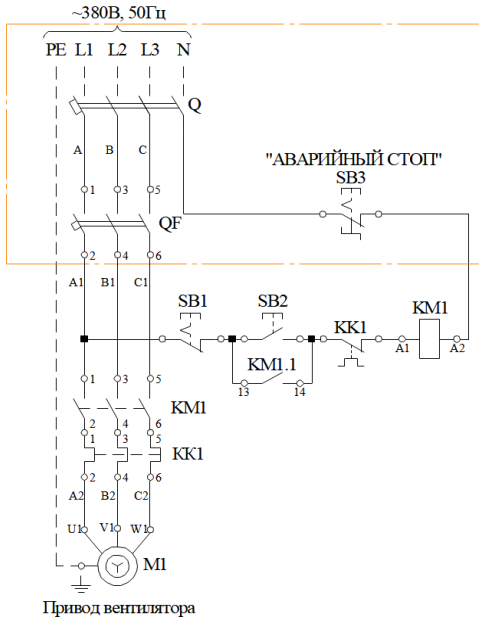

Рис. 5
6.2.7 Выполнить подключение (рисунок 5) при этом: